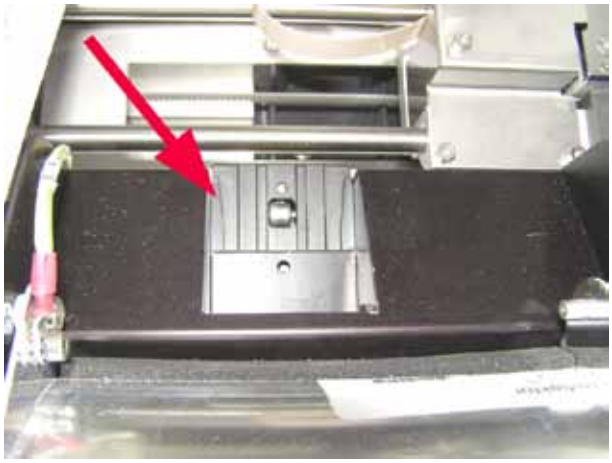

Afb. 47
- Uitgangsgoot glaasjes (→ "Afb. 47")
De goot moet schoon zijn (→ "Afb. 47").